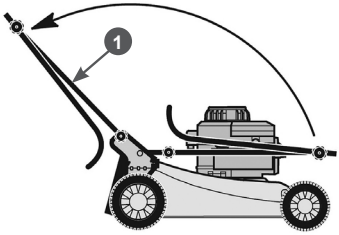

Рис. 3 Установка нижней части рукоятки
3. Установите нижнюю часть 1 рукоятки в рабочее положение (Рис. 3).